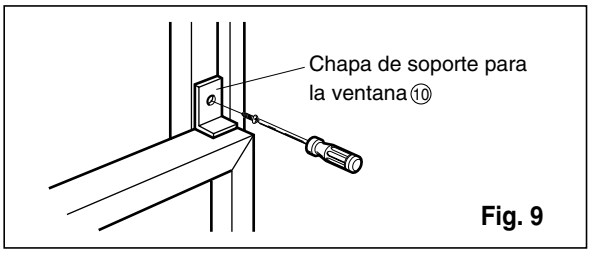

Fig. 9
12. Sujete la chapade soporte en el marco de la ventana ⑩ con untornillo tipo C. (Ver Fig. 9)